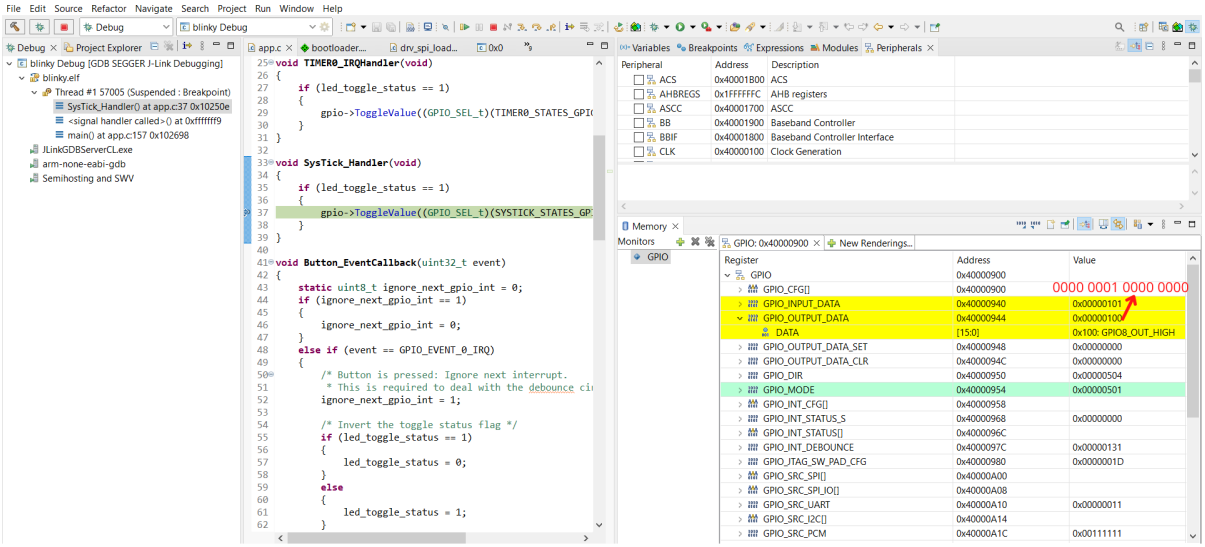

Figure 17. Toggling RSL15 GPIO Using the Peripheral Registers View: After
7. To manually change the register value, click on the Value field of the GPIO register to change the (HIGH/LOW) state of GPIO8 and GPIO10. The "Toggling RSL15 GPIO Using the Peripheral Registers View: After" figure (Figure 17) illustrates the view after making the change. You can observe that the LED (GPIO8 and GPIO10) on your board changes state.